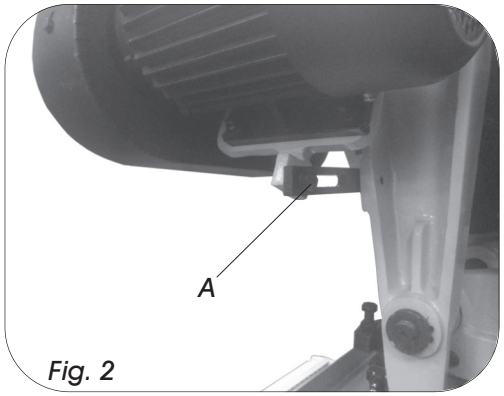

Fig. 2
- Loosen the motor bracket bolt (Fig.2, A), this will allow you to move the motor more freely.
- Once the belt has the desired speed adjustment, re-tension the motor and secure in place by tightening the bolt (Fig.2).